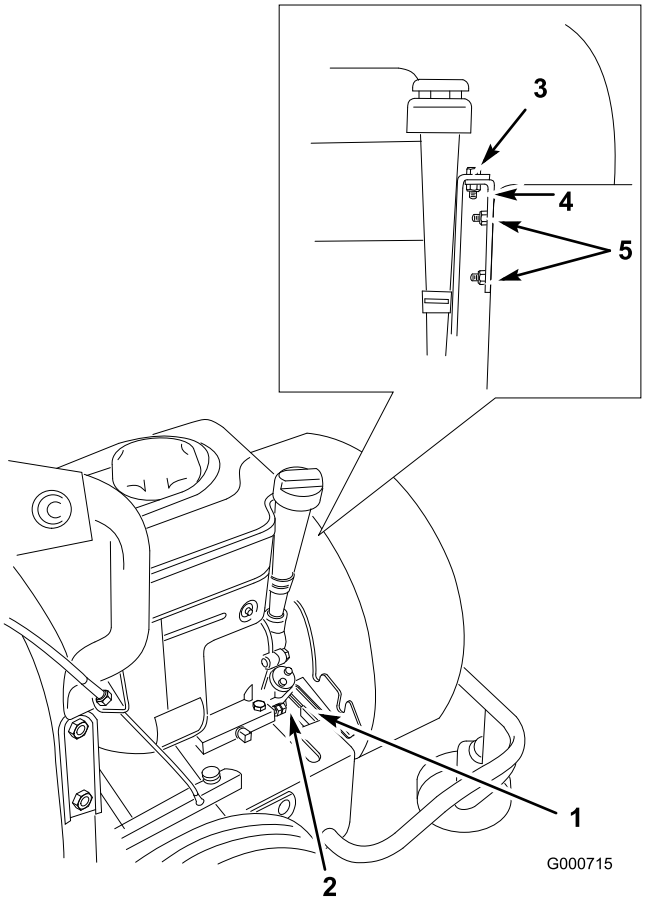

Figuur 23
11. Zet het ventilatorhuis weer neer in zijn positie en plaats de onderste bevestigingsbeugel van het ventilatorhuis op de voorste rand van de motorgrondplaat (Figuur 23).
12. Monteer de motorbeugel op de montagetapeinden van het ventilatorhuis met 2 borgmoeren (Figuur 23).
13. Zet de beugel vast aan de motorbeugel met de bout die u eerder hebt verwijderd (Figuur 23).